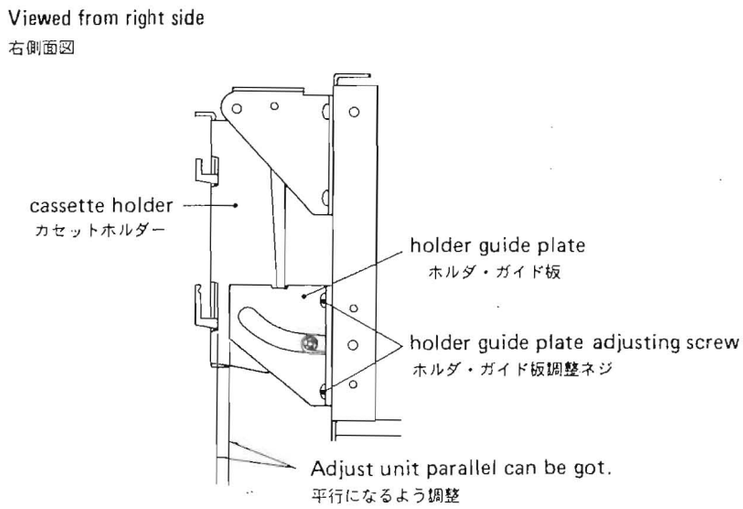

Fig. 5-12
1. Adjust the holder guide plate's mounting position so that when the cassette holder in which the cassette tape is inserted is closed, the parallel condition shown in Fig. 5-12 is obtained.